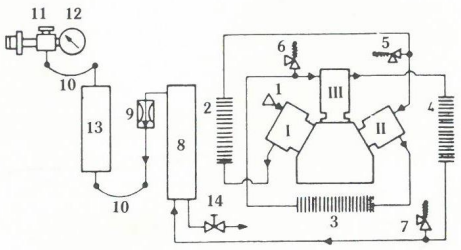

Figura 3
A figura 3 mostra o funcionamento de um compressor típico de três estágios. O ar entra por um filtro de papel (1) no pistão do primeiro estágio (I). O pistão comprime o ar a uma pressão de aproximadamente 6,5 BAR, na saída é resfriado à temperatura ambiente no trocador de calor (2). Todos os trocadores e cilindros estão localizados na direção do fluxo de ar de um ventilador. O pistão do segundo estágio (II) comprime o ar a uma pressão de cerca de 50 BAR. O ar é então resfriado no trocador de calor (3) e daí passa para o terceiro estágio (III). Aí o ar é comprimido à pressão final, que pode ser de 200 ou 300 BAR. Na saída do terceiro estágio, o ar passa pelo trocador (4) onde é resfriado a mais ou menos 10°C acima da temperatura ambiente.